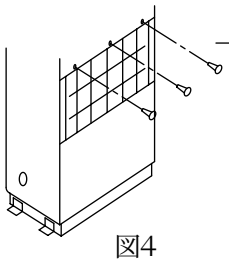

図4
(2) 後吸込みダクトフランジの取付け
①後吸込みガードを取外してください。（ネジ3本　但しP2・3Aの場合：2本）…図4